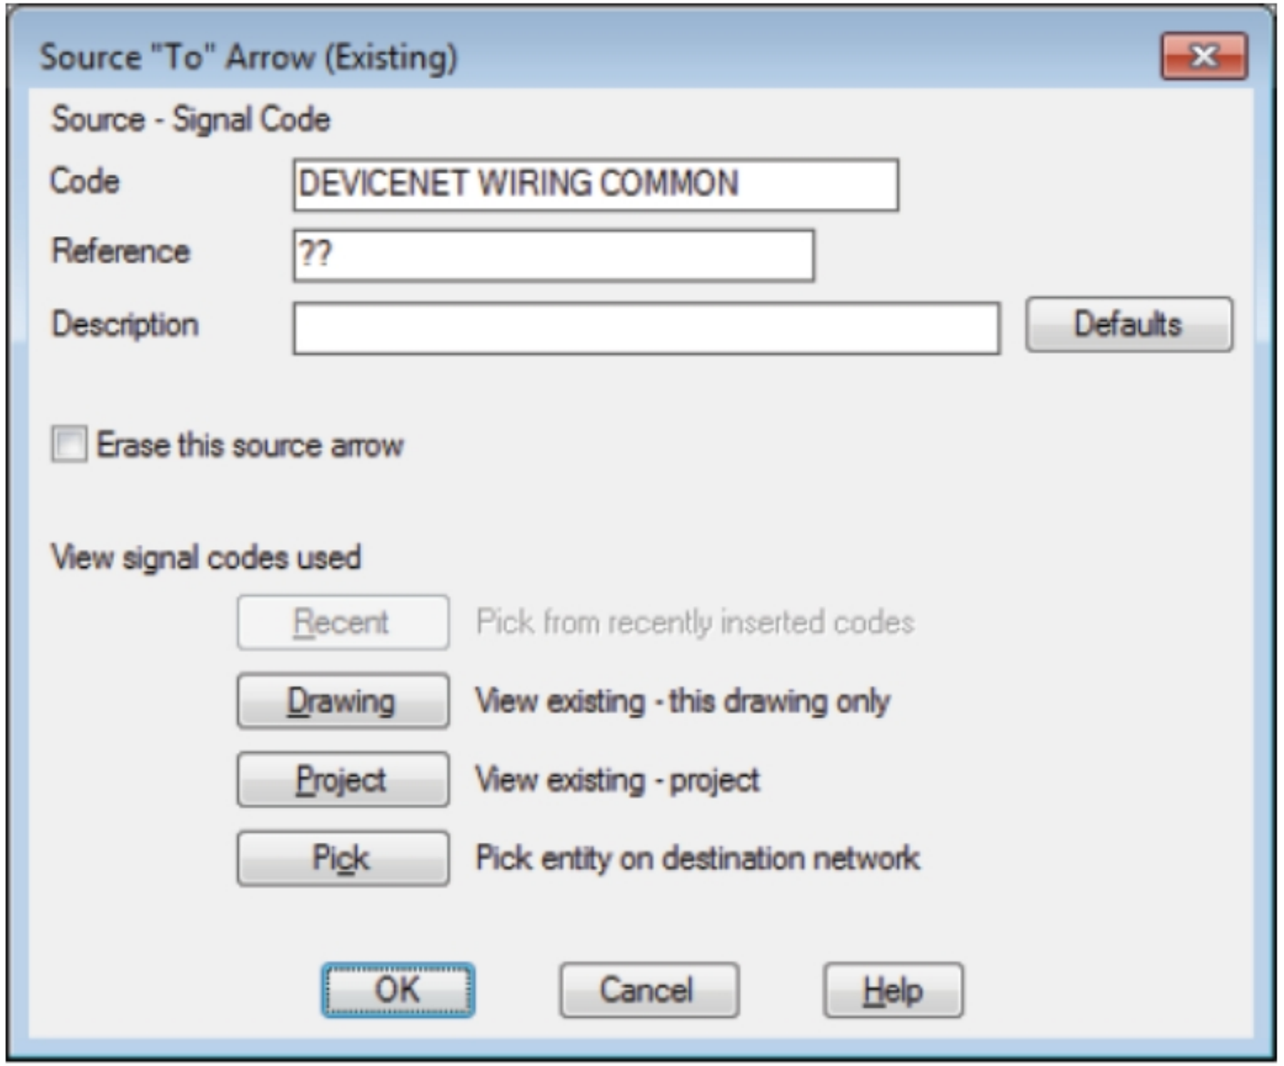

Figure-33. Source to Arrow dialog box
- Click on the **Edit** button from the dialog box and specify the missing parameter in the dialog box displayed; refer to Figure-33.